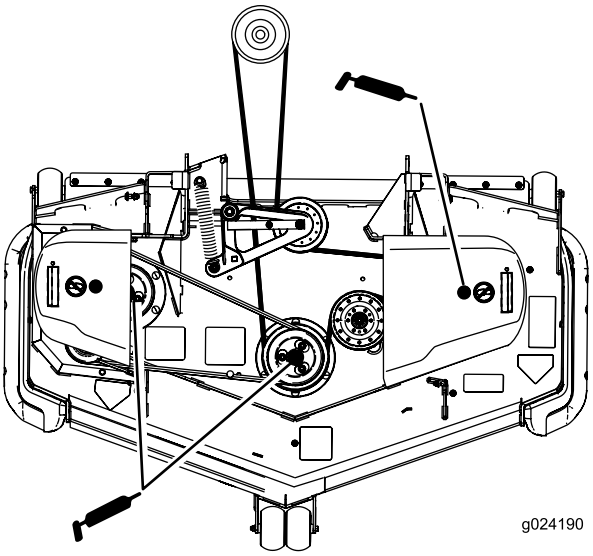

Figur 37
3. Smør de tre spindellagrene til fett kommer ut av de nedre forseglingene (Figur 37).
5. Smør lederullarmen for drivremmen (Figur 37).